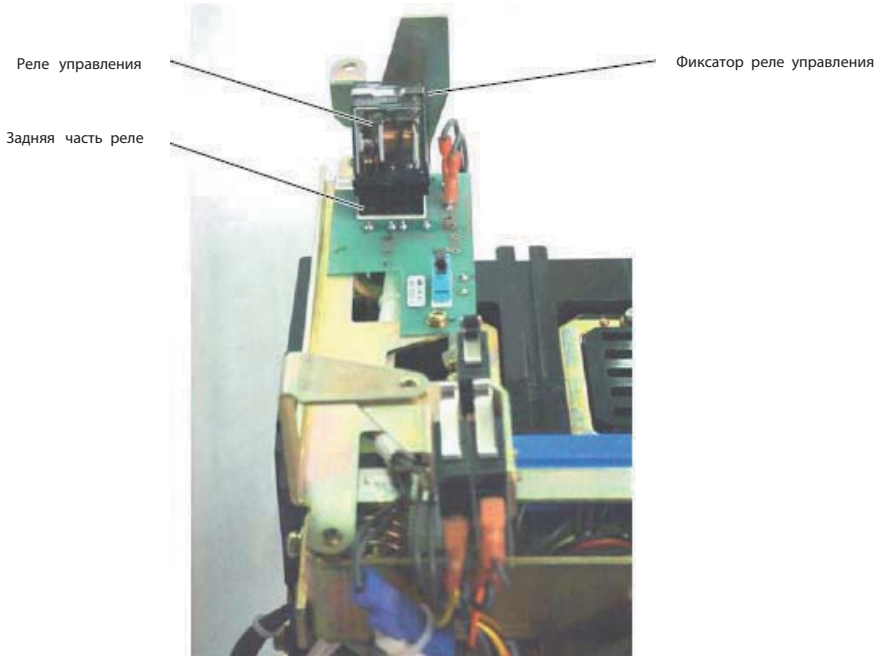

Рис. 59. Реле управления и связанные с ним части
9) Извлеките фиксатор реле, показанный на рис. 59, а затем снимите реле управления с основания.